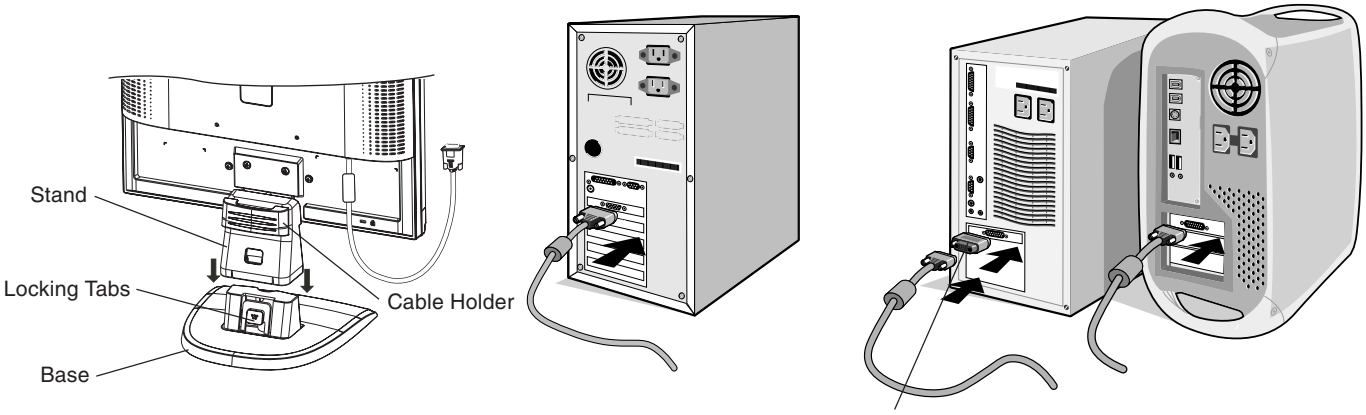

Figure S.1 **Figure A.1** **Figure A.2**
1. Insert the front of the LCD stand into the holes in the front of the Base (**Figure S.1**).
2. Attach the Base to the Stand. The locking tab on the Base should fit into the hole on the back of the Stand (**Figure S.1**).
1. Attach the Cable Holder on to the Base. Insert the hooks on the Cable Holder into the holes at the back of the Stand and slide the Cable Holder downward into place (**Figure S.1**).